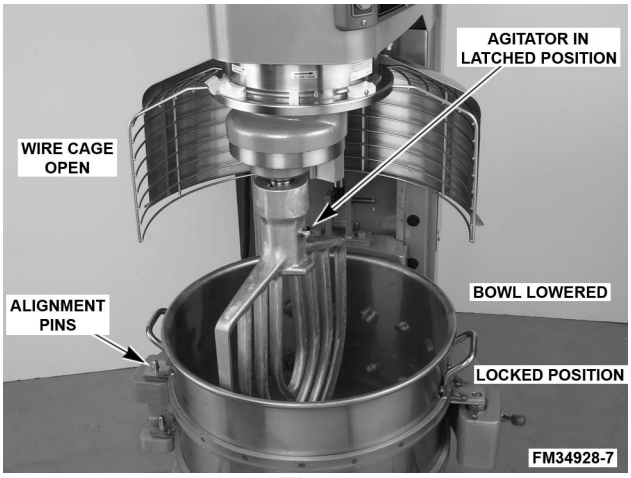

Fig. 4
3. Swing the bowl into the locked position on the bowl support (Fig. 4).
4. Slide the agitator up the agitator shaft until it stops and latches (Fig. 4).
To raise the bowl, the bowl must be in the locked position (Fig. 4). Push and hold the up arrow on the bowl switch. To lower the bowl, push and hold the down arrow on the bowl switch.